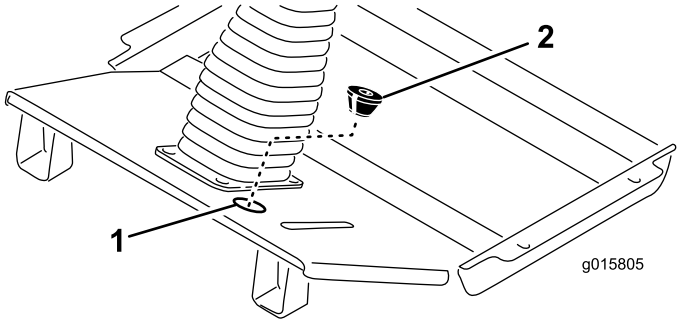

Figura 9
- Empezando en la parte delantera de la máquina, debajo de la chapa del suelo, pase el extremo del arnés que tiene los 2 conectores por el agujero de la chapa de suelo y por la columna de dirección hasta los interruptores de los intermitentes y de los faros Figura 9. Enchufe los conectores del arnés en los interruptores correspondientes.
- Haga un corte en el pasacables suministrado y abra el agujero inferior (Figura 9). Coloque el pasacables alrededor del arnés de cables con el extremo cónico del pasacables hacia abajo, e introdúzcalo en el agujero de la plataforma.